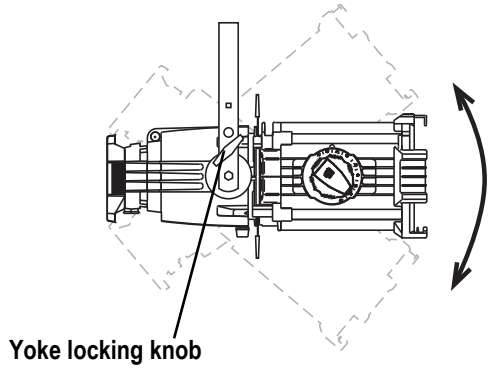

Figure 12
Step 1: Loosen the yoke locking knobs (see *Figure 12*). **Do not** remove them.